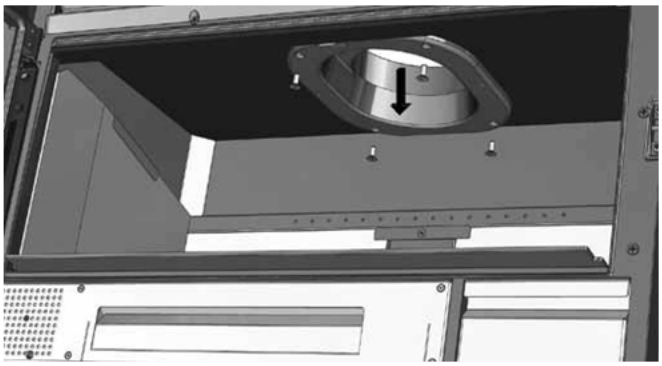

FIG. 11
1. Desserrez les quatre vis qui fixent la buse au toit du compact (fig. 11).